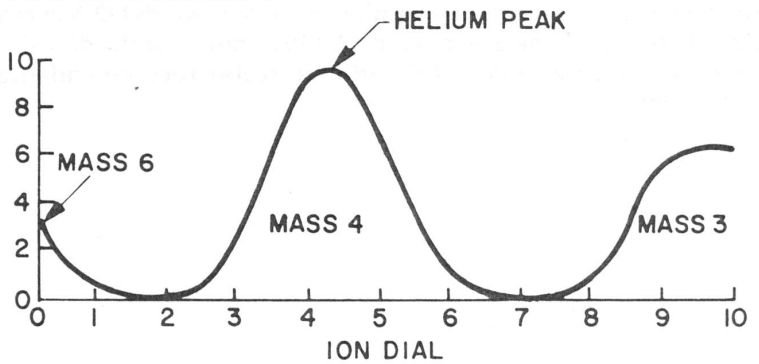
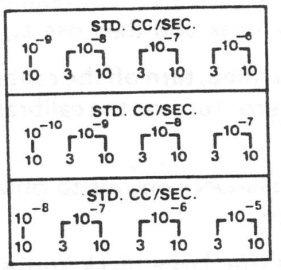

Figure 5-5. Leak Rate Indication as Ion Voltage is Varied
Figure 5-10. Range Scale Block Positions
16. Rotate the ION control slowly clockwise from zero until the helium peak is noted on the LEAK RATE meter. As shown in the graph, Figure 5-5, the reading will first drop, then rise to the helium peak, then fall away from the peak and then rise again.
1. Rotate the Range Scale Selector (Figure 5-5) to the appropriate position (Figure 5-10):
8. Set the Range Selector Control (Figure 5-5) fully counterclockwise.
9. Set the ZERO control (Figure 5-5) fully clockwise.